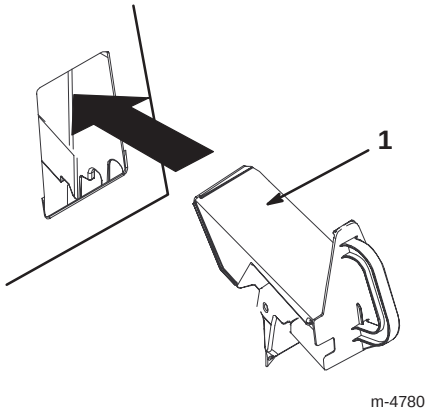

Figura 18
4. Inserite il tappo del Recycler nell'apertura, come illustrato nella Figura 18.